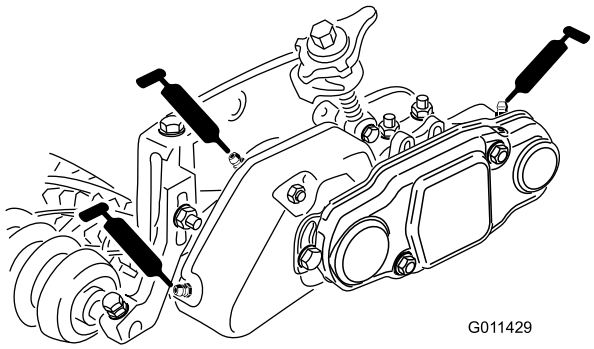

Figure 35
49. Fill each reel bearing housing with grease (Figure 35). Excess grease will purge between the inboard seals and the seal guards.
50. Grease each of the groomer bearings (2 or 3 pumps maximum) (Figure 35). Do not over-grease as excess grease may cause seal failure. Wipe off any excess grease.